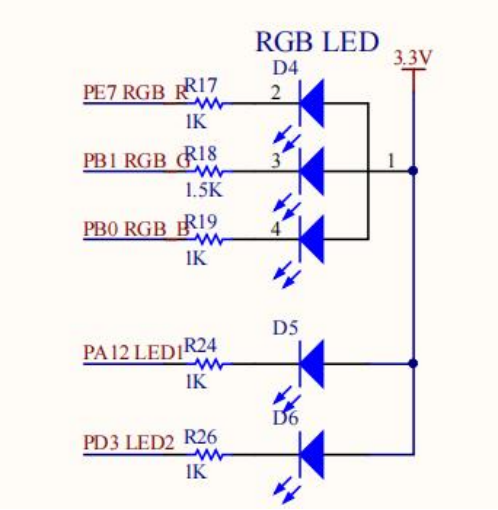
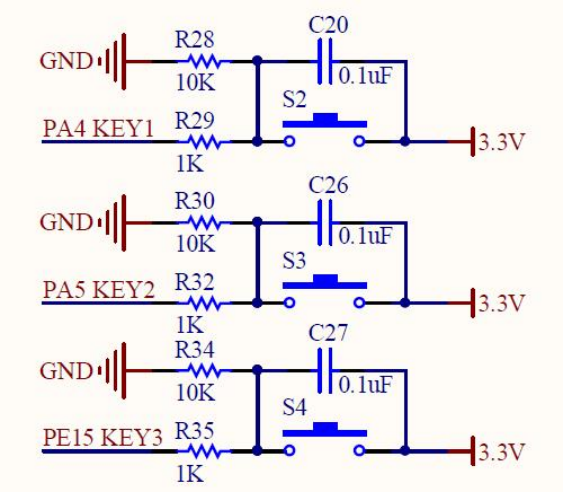

图 1
图 2
2、学习板上 LED 灯和按键的硬件连接如图 1 和图 2 所示，要求通过编程来控制 LED 灯的亮灭。请完成以下问题。
（1）如图 2 所示，LED2 灯的控制引脚是连接在 GPIO 的哪个引脚上，当引脚输出高电平时，LED2 灯是亮还是灭？（2 分）